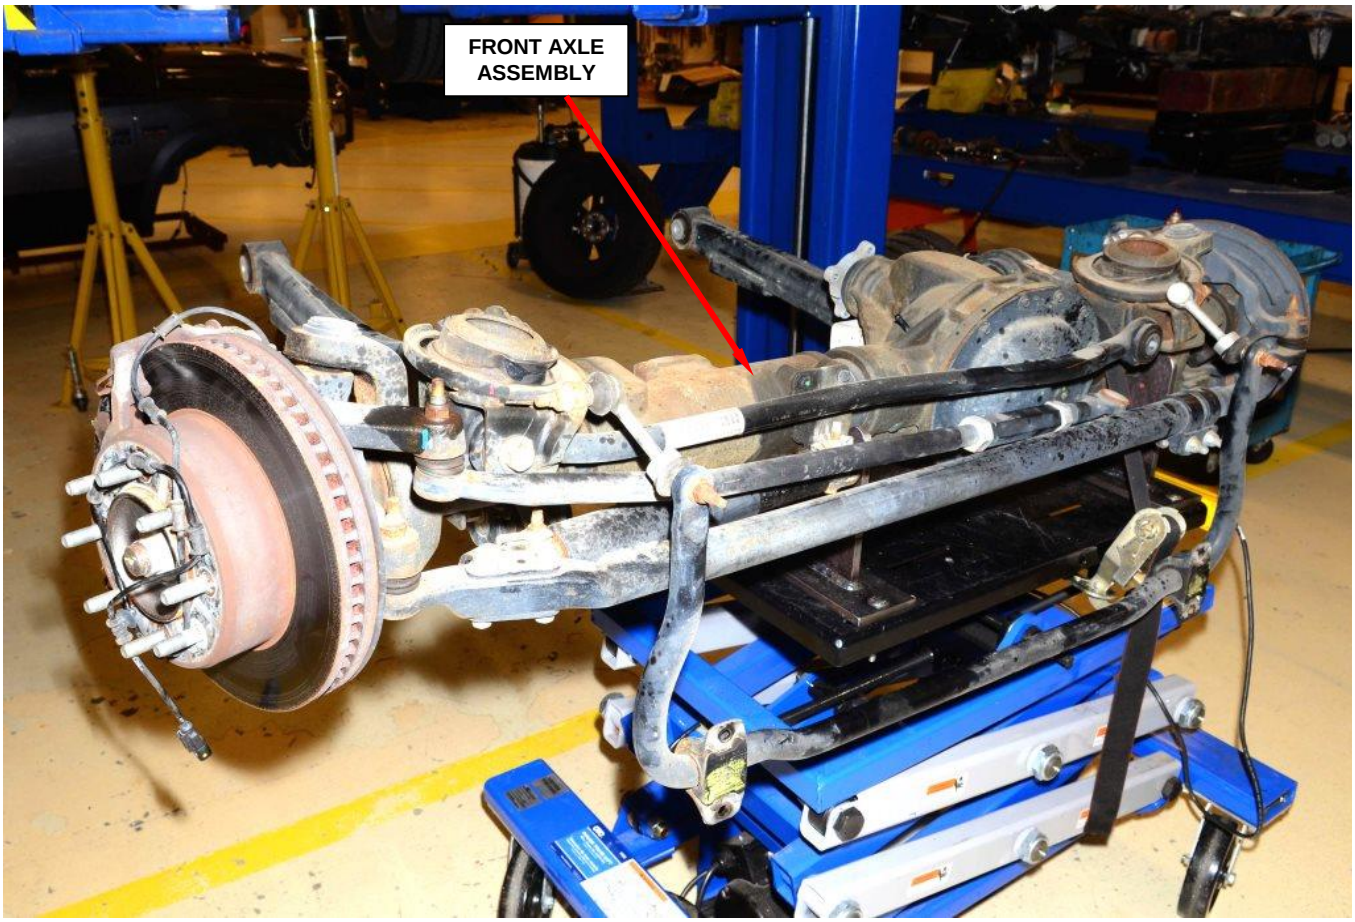

Figure 16 – Lower Axle Assembly and Store in Safe Location
21. With the help of an assistant, carefully lower the front axle assembly (Figure 16).